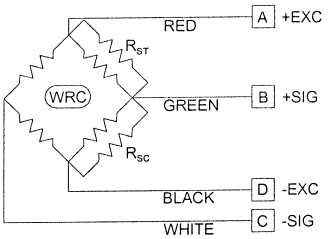

Figure 7 - Shunt Resistor Locations
Shunt calibration simulates the mechanical input to a transducer by unbalancing the bridge with a fixed resistor placed across, or in parallel with, one leg of the bridge. For tension shunt calibration, or +CAL, the shunt resistor (R_{st}) is shunted across the +Excitation (A) and +Signal (B) leg of the bridge. For compression shunt calibration, or –CAL, the shunt resistor (R_{sc}) is shunted across the -Excitation (D) and +Signal (B) leg of the bridge. Refer to **Figure 7** for shunt resistor locations in the Wheatstone Bridge circuit.